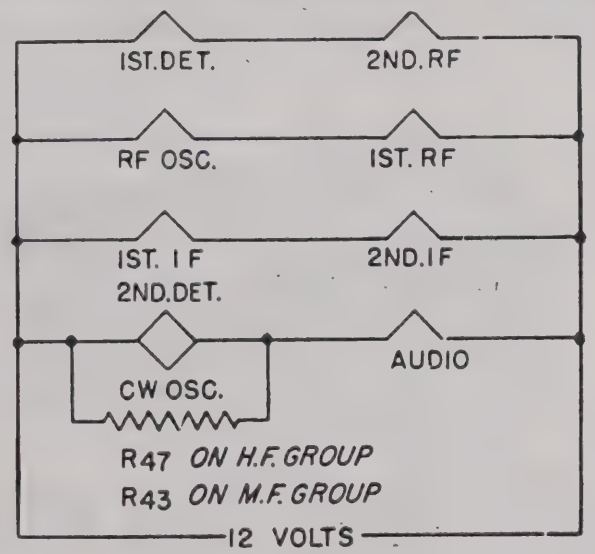
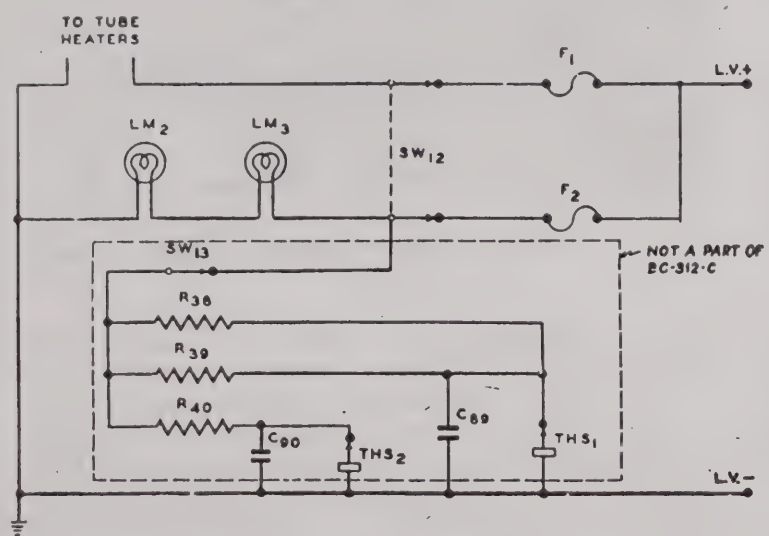
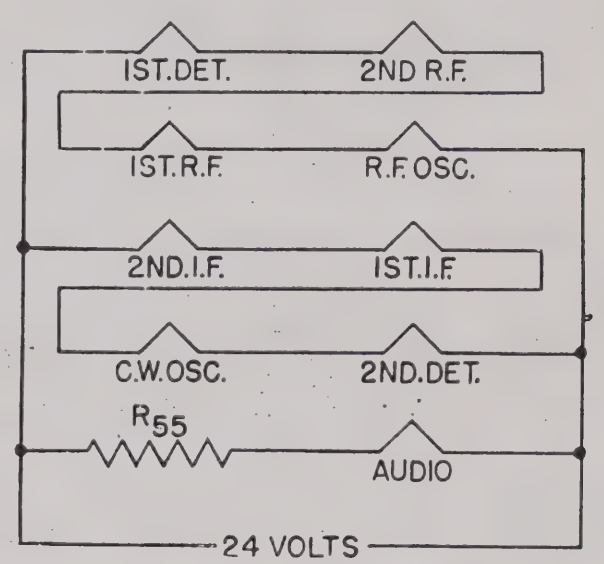

Figure 17.—Tube heater circuits in BC-312-(*), BC-314-(*), BC-342-(*) and BC-344-(*).
Figure 18.—Oscillator compartment heaters in BC-312, and BC-342.
Figure 19.—Tube heater circuits in BC-312-(*)X.
25. Heater Circuits (figs. 17, 18 and 19).—
in the receiver proper are connected in series-parallel (fig. 17). In Radio Receiver BC-312-(*)X (fig. 19) resistor R_{55} is used as a filament-dropping resistor, in series with the heater of Tube VT-134. In Radio Receivers BC-312-(*), BC-314-(*), BC-342-(*), and BC-344-(*) (fig. 17) a resistor is connected in parallel with Tubes VT-88 and VT-65 to reduce the current flowing through the heater of these tubes to the correct value. Tube VT-97 is used in Rectifier RA-20, and its filament power is supplied by a separate winding on power transformer T_3. Tube heaters in the receivers are bypassed to ground through capacitors. In Receivers BC-312 and BC-342 the temperature of the oscillator compartment is thermostatically controlled by means of heaters (fig. 18).